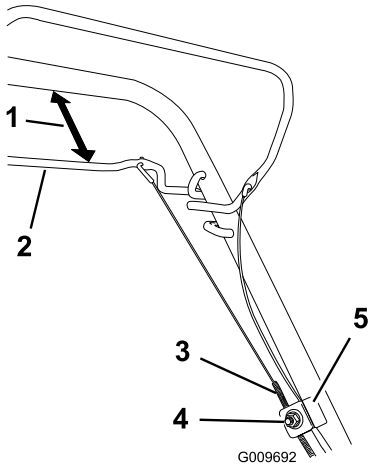

Figuur 33
1. Draai de moer van de kabelbeugel los (Figuur 33).
2. Houd de stang van de zelfaandrijving 25 tot 38 mm van de handgreep verwijderd (Figuur 33).
3. Trek de kabelmantel omlaag (naar de maaimachine toe) om alle speling uit de kabel te halen (Figuur 33).